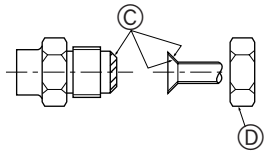

Fig. 4-1
4.2. Rohranschlüsse (Fig. 4-1)
Ⓐ (Fig. 4-1)
Ⓑ (Fig. 4-1)